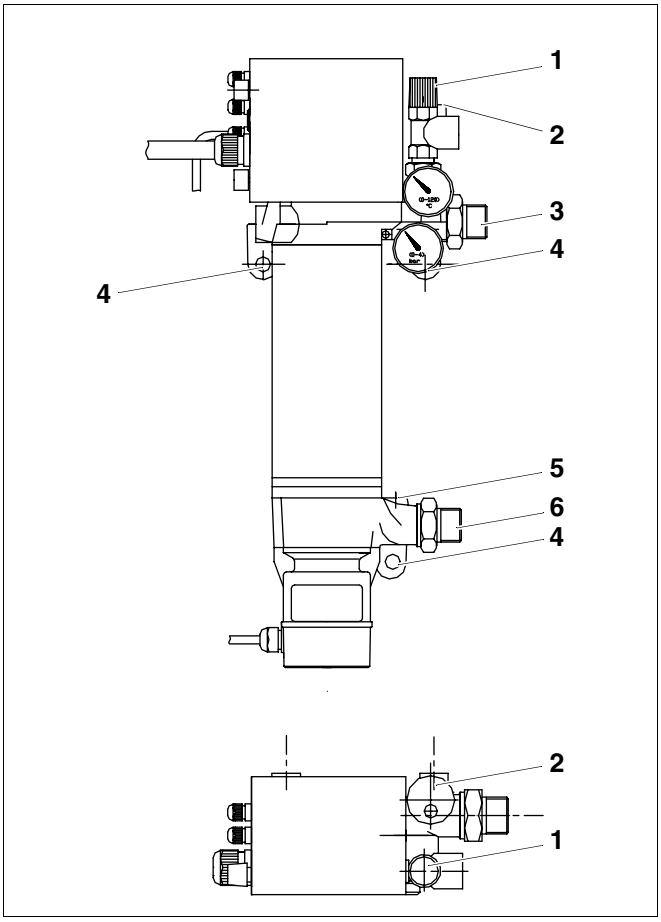

Abb. 8 Anschluss LSE ohne Gehäuse
- Die Verbindung mit dem Heizkreis erfolgt über die Anschlüsse G 1¼ (Abb. 8, **Pos. 3** + **6**) bzw. über die Kugelhähne.
Am hinteren Anschluss R ½ (hinter Sicherheitsventil) am Kopfteil ist der Entlüfter (Abb. 8, **Pos. 2**) für den Heizkreis angeschlossen.
Am vorderen Anschluss R ¾ befindet sich das Sicherheitsventil (Abb. 8, **Pos. 1**).